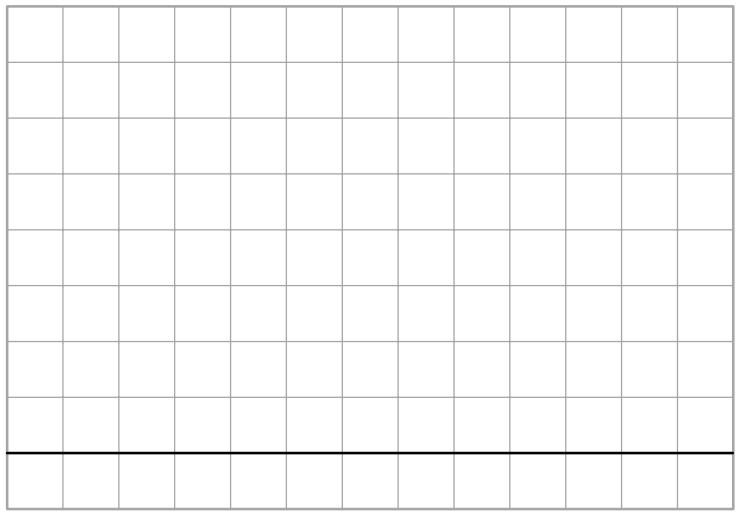

Figure 10-11: Adjust the Vertical Position knob so that the beam sits on the bottom of the grid.
10. **Adjust the Vertical Position knob until the beam sits on the first division on the screen (Figure 10-11).**